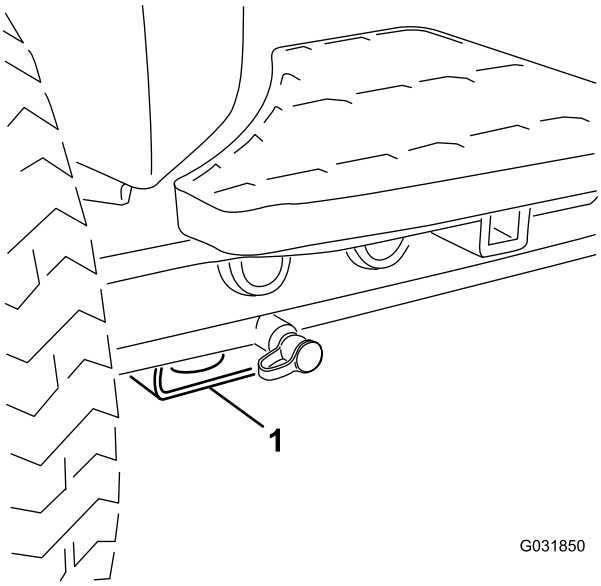

Figur 28
- **Foran på maskinen** – rektangulær plate, under akselrøret, innenfor hvert forhjul (Figur 28).